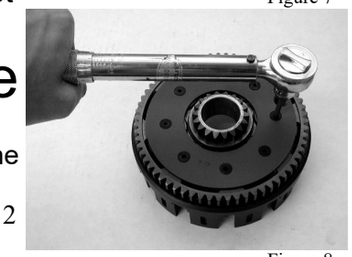

Figure 8
- Install the new retainer plate with the new 10X24-5/8" screws and tighten them to 40 in/lbs (Figure 8)